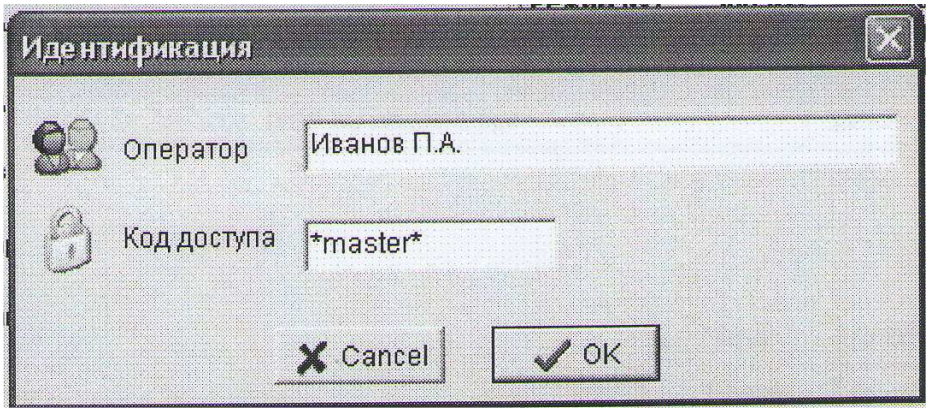

Рис. 7
2.8.1. Нажать кнопку «Записать в ПСИ». Появится окно «Идентификация» (рис. 7)